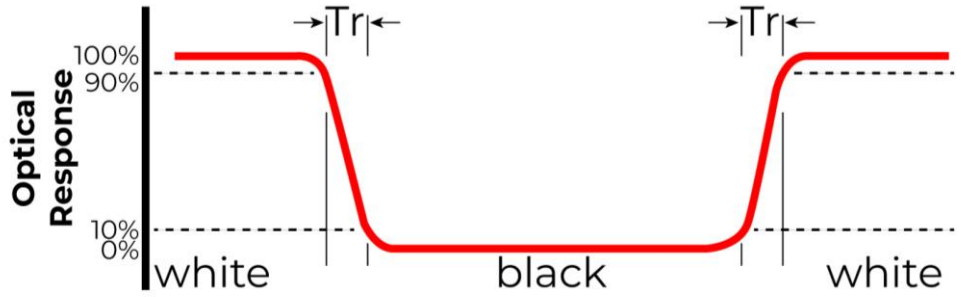

Figure 1. The definition of response time
Note 1. Contrast Ratio (CR) is defined mathematically as below, for more information see Figure 1.
Note 4. Response time is the time required for the display to transition from white to black (Rise Time, Tr) and from black to white (Decay Time, Tf). For additional information see Figure 1. The test equipment is BM-7A.